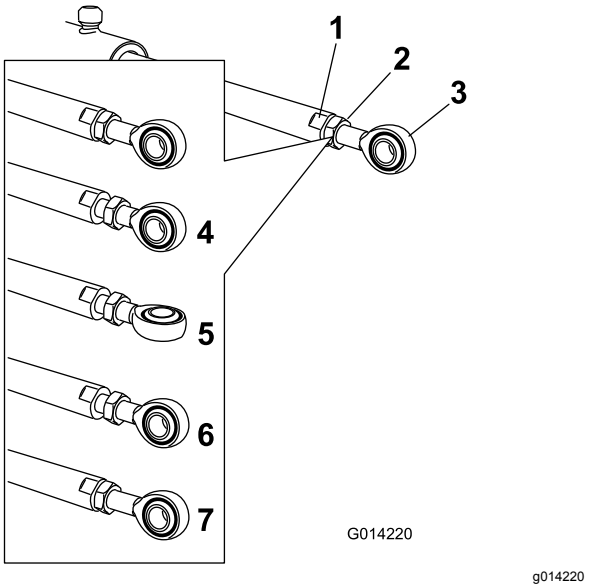

Figur 94
5. Bruk en skiftenøkkel på de flate sidene av aktuatorstangen å sette den ut av funksjon, før du løsner låsemutterne slik at maljestangen kan manipuleres (Figur 94).
6. Skru på maljestangen i aktuatorstangen for å justere lengden for den forlengede aktuatoren til den ønskede posisjonen (Figur 94).